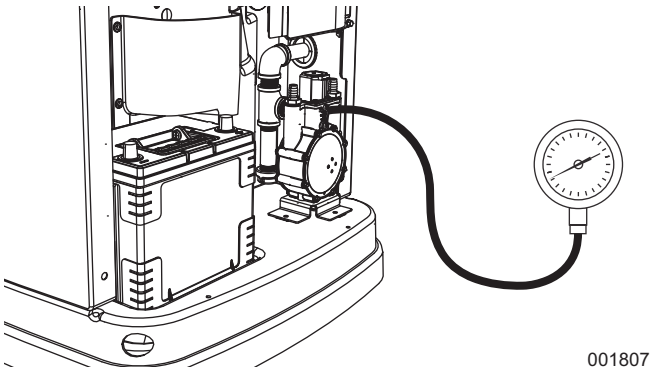

Figure 5-4. Vérification de la pression à l'aide d'un manomètre
- Retirez la prise de contrôle de pression de gaz supérieure du régulateur (voir la ***Figure 5-4***) et installez le contrôleur de pression de gaz (manomètre).